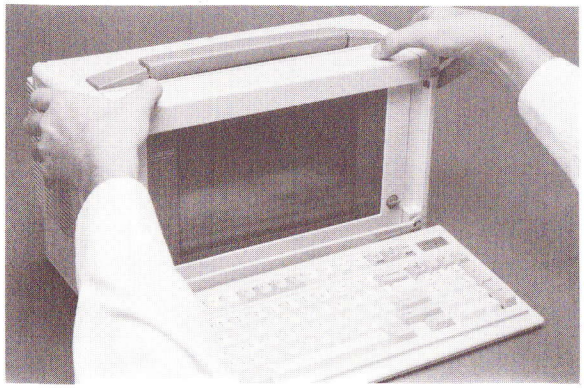

Abb. 2-5: Entriegeln des Plasmabildschirmes
6. Schieben Sie die Riegel mit den Daumen nach innen, um den Plasmabildschirm aus der Transportsicherung zu lösen (Abb. 2-5).